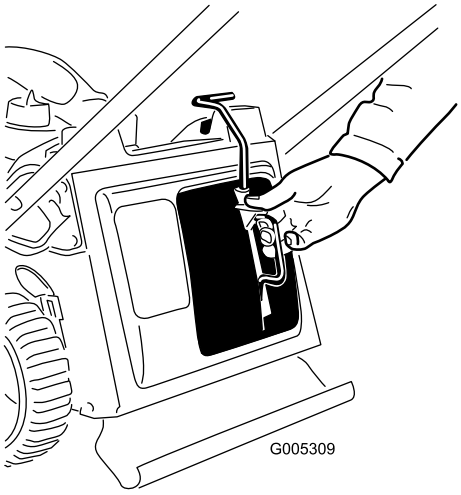

Figur 25
1. Ta bort återvinningspluggen (Figur 25).